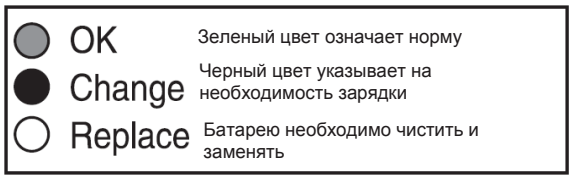

Рис.7
6. Если удельная плотность электролита в батарее падает ниже 1,18 кг/л, необходимо немедленно зарядить аккумулятор, чтобы предотвратить окисление полюсных пластин. После первой зарядки новой батареи лучше разряжать аккумулятор в течение 10 часов, а затем продолжить зарядку, чтобы батарея работала с полной емкостью. В машине используется батарея 2506-1104, ее состояние следует определять регулярно по цвету ареометра, как показано на рис. 7: